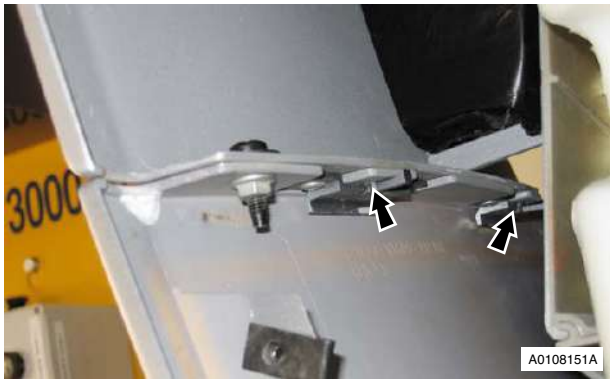

Figure 8
12. Release clips (x2) wing to sill and remove wing (see Figure 8).